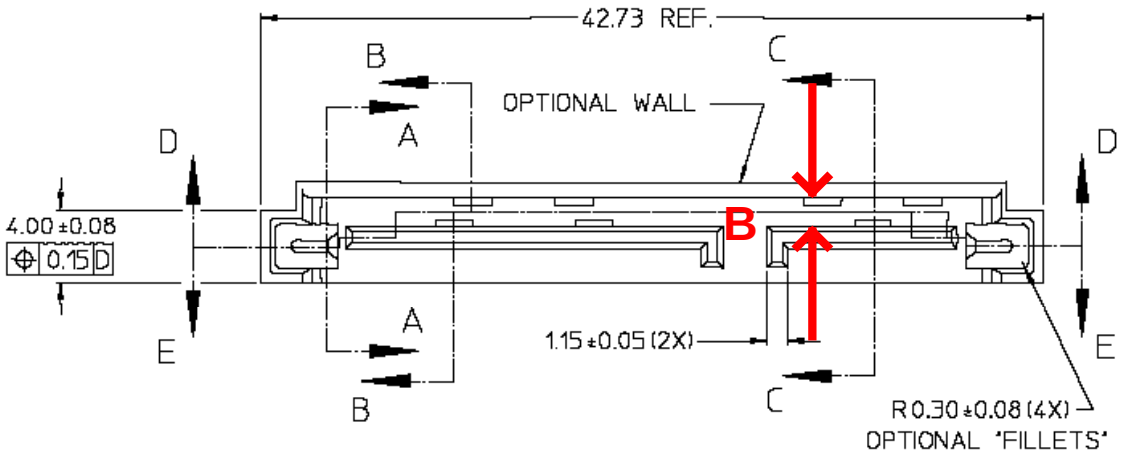

Figure 22
1. Using the inside measurement jaws of the calipers measure the distance between the device plug tongue and the Optional Wall or nearest obstruction, as indicated in Figure 22. Perform a measurement sweep along the length of the connector, not just in one place. This will account for any variations in the connector. Record the worst-case measured value as *B*.